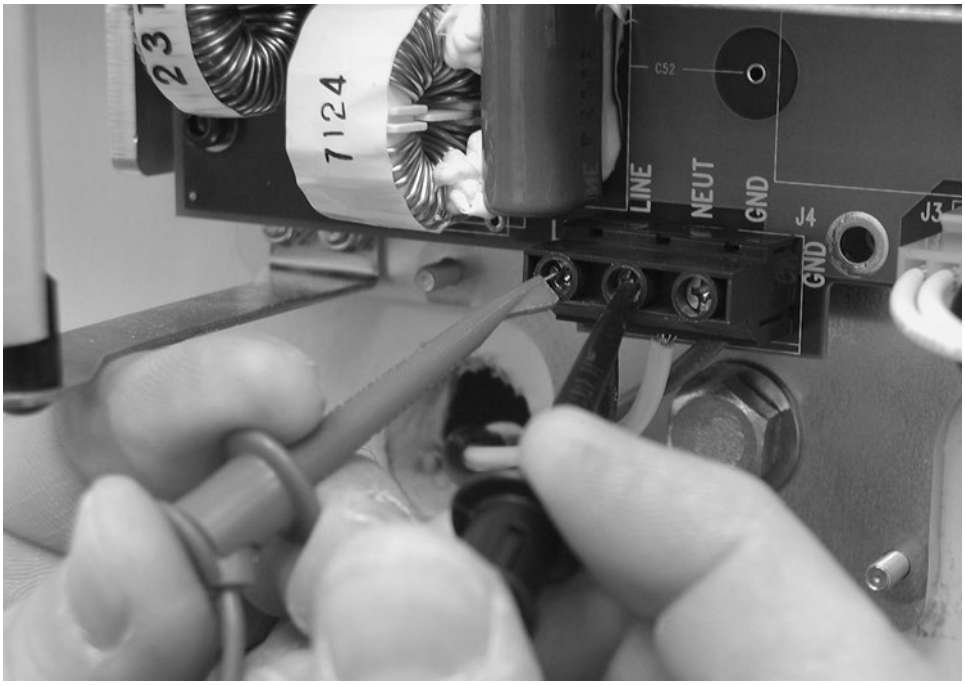

Figure 31 Verifying Input Voltage at the Line Input
1. Before turning on the system, verify the input voltage by measuring the voltage at LINE and NEUT, as shown in *Figure 31*. The reading should be within the range of 100–250V.